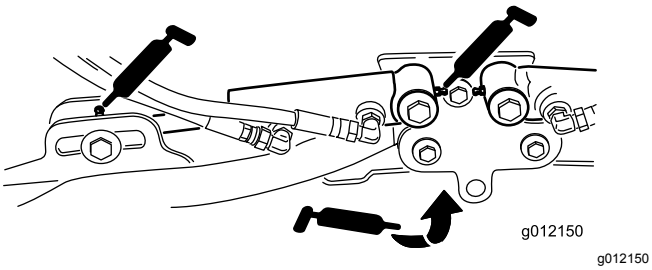

Figuur 76
- Cilinders van hefarm van maaidek (2 elk) (Figuur 76)
- Draaipunten van hefarm (1 elk) (Figuur 76)